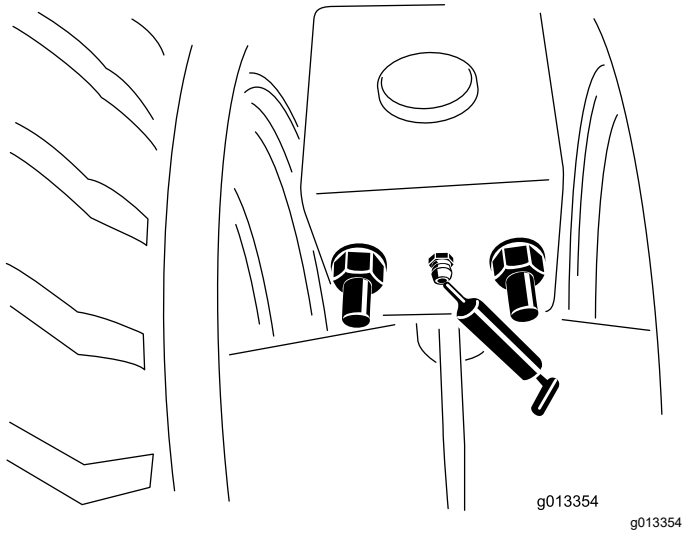

**Figuur 56**
1. Reinig de smeernippels (Figuur 56).